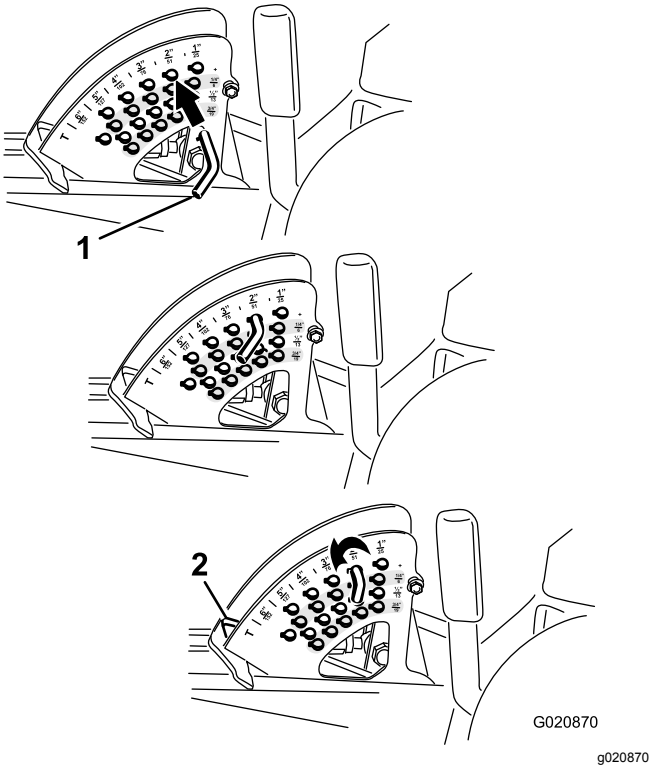

Figur 25
2. Rotera stopptappen tills rulltappen inuti är i linje med springorna i hålen i klipphöjdsfästet och lossa den (Figur 25).
3. Sätt tappen i det hål i klipphöjdsfästet som motsvarar önskad klipphöjd, och vrid tappen nedåt för att låsa den på plats (Figur 25).
Obs: Det finns fyra rader med hål (Figur 25). Den översta raden ger den klipphöjd som visas ovanför tappen. Den andra raden ger angiven höjd plus 6 mm. Den tredje raden ger angiven höjd plus 12 mm. Den nedersta raden ger angiven höjd plus 18 mm. För läget 15,8 cm finns bara ett hål, på den andra raden. Här läggs inte 6 mm till 15,2 cm-läget.